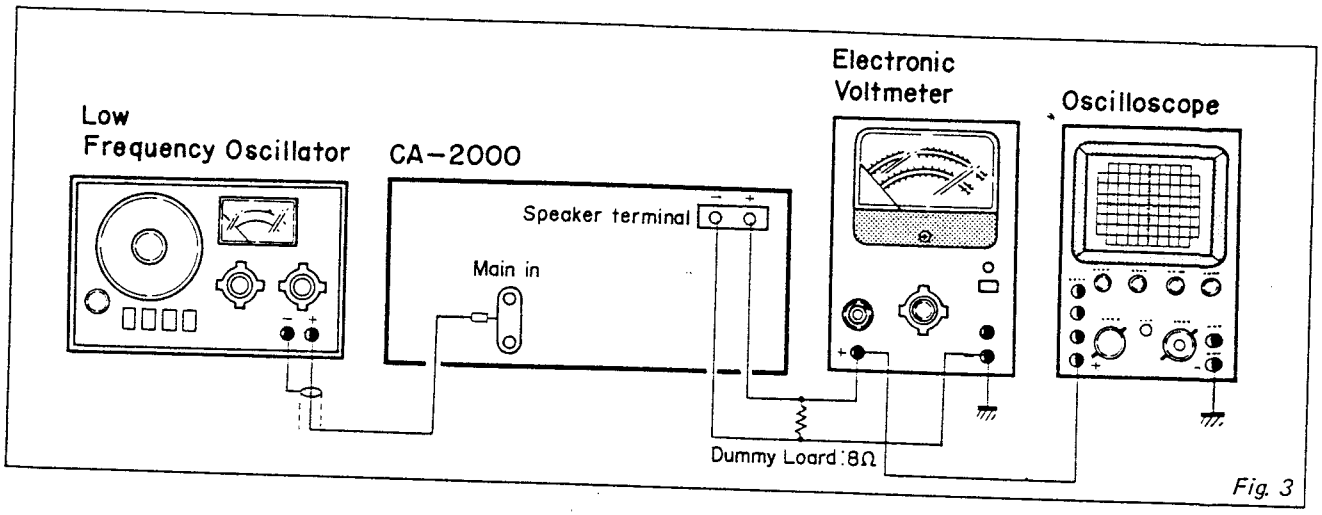

Fig. 3
4.2 Connect an 8 ohm (over 150W) dummy resistor to the speaker output terminal and adjust VR-501 ("L" ch) and VR-502 ("R" ch) of the meter amplifier circuit board until the meter indicates 0dB at an output of 100W (28.28V, 1KHz). (Refer Fig. 3).